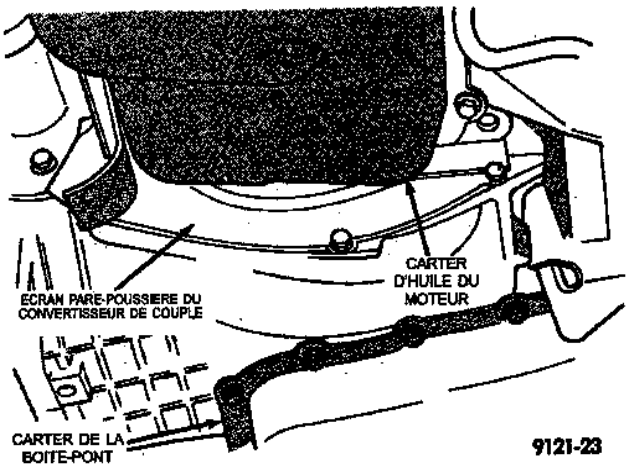

*Fig. 42 Dépose de l'écran pare-poussière du convertisseur de couple*
(15) Lever le véhicule. Lever les roues avant. Se référer au Groupe 2, Suspension, pour déposer les écrous de moyeu de roue et les deux arbres de transmission.
(16) Déposer les boulons fixant l'articulation flexible d'échappement au collecteur d'échappement. Déconnecter le tuyau d'échappement du collecteur.
(17) Déposer l'écran pare-poussière du convertisseur de couple pour accéder aux boulons du convertisseur (Fig. 42).